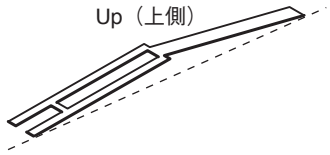

Fig.28（図 28）
* ***Be careful of the direction of the spring. It should be installed with its projecting end facing upward. (Fig.28)***
※ **スプリングの向きに注意してください。スプリングは、図 28 のように上側が凸になるように取り付けます。(図 28)**